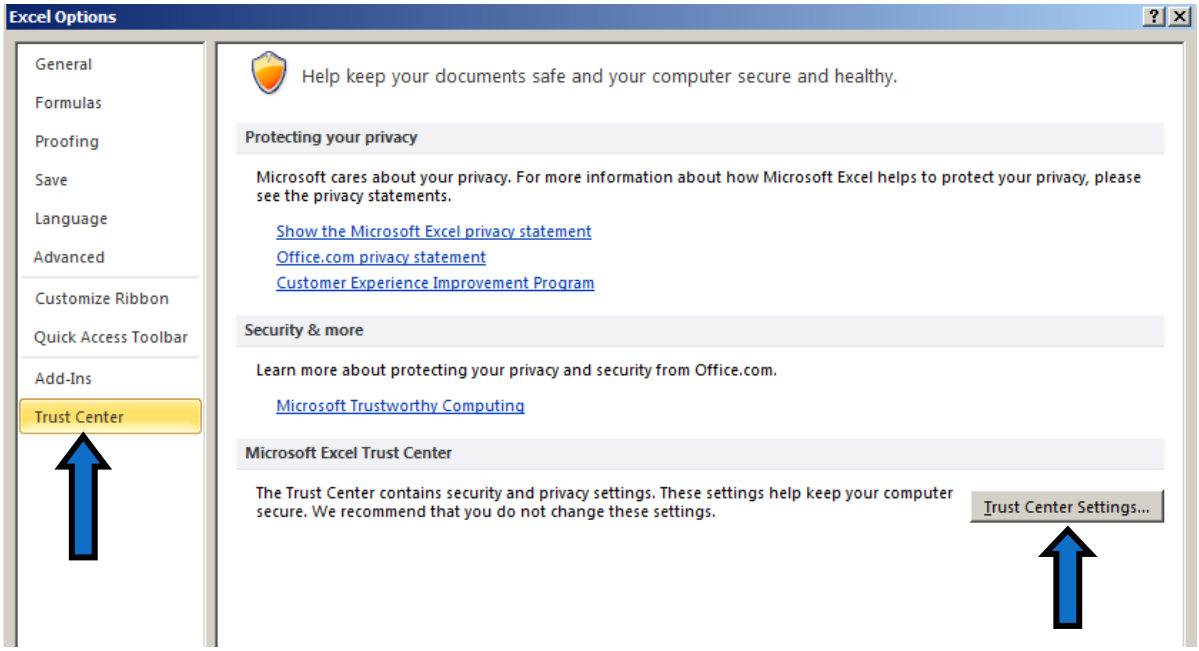

Figure 22: Open Trust Center
3. Then click on “Trust Center” on the sidebar as seen in Figure 22. When this screen appears, there will be a button labeled “Trust Center Settings…” all the way to the far right in the middle of the screen. Click on this button.